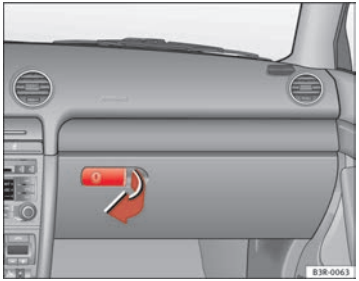

Fig. 127 Glove compartment
– Pull the handle on the lid in the direction indicated (arrow) ⇒ fig. 127 and open the lid.